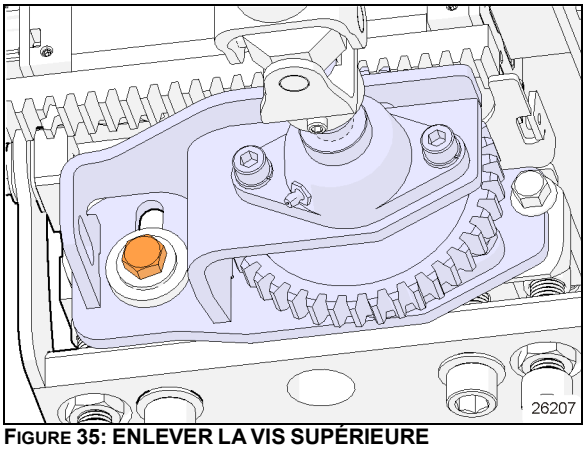

FIGURE 35: ENLEVER LA VIS SUPÉRIEURE
1. Dévisser légèrement la vis du trou oblong comme indiqué à la Figure 35.